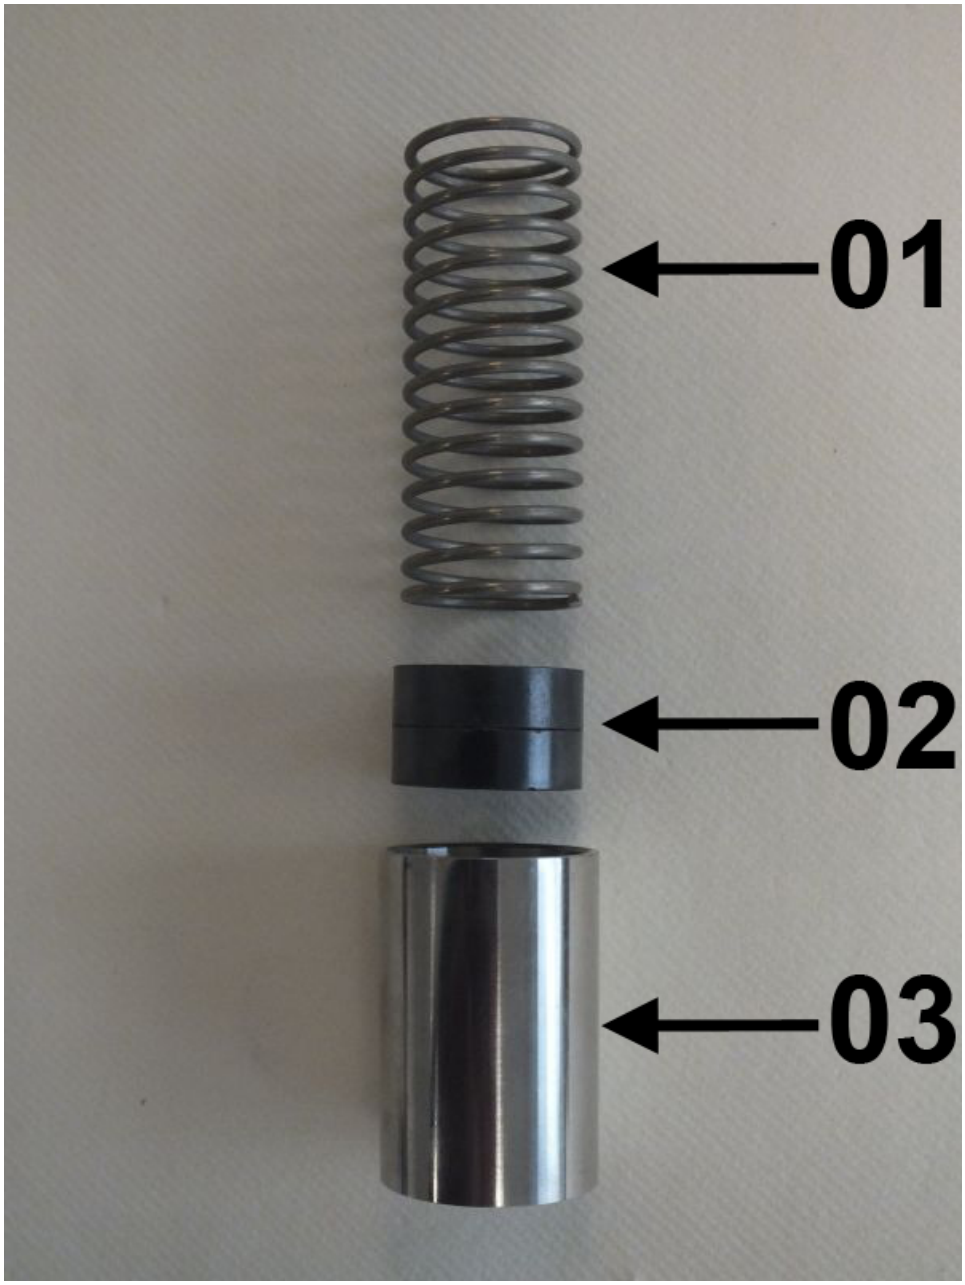

Fig. 47: Spring, magnets and float
7. The inner parts of the flow monitor consist of the spring (*Fig. 47*/01), magnets (*Fig. 47*/02) and float (*Fig. 47*/03).